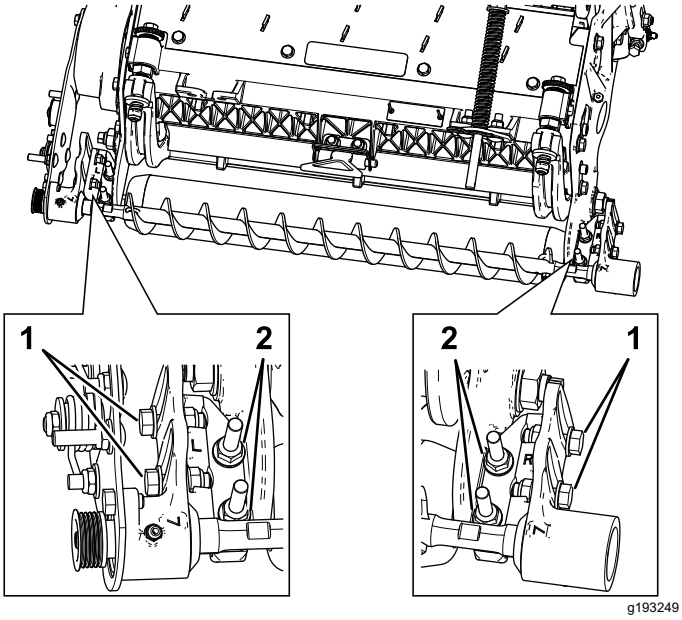

Figure 13
A. Desserrez les 2 contre-écrous à embase qui fixent le support de la brosse de rouleau à la plaque latérale de l'unité de coupe (Figure 13).
B. Tournez le logement de roulement de la brosse de rouleau jusqu'à ce que la plaque de la brosse soit parallèle à la plaque latérale de l'unité de coupe (Figure 13).
C. Serrez les 2 contre-écrous à embase qui fixent le support de la brosse de rouleau à la plaque latérale de l'unité de coupe (Figure 13).
1. Desserrez les 2 boulons qui fixent chaque logement de roulement de la brosse de rouleau au support de montage de la brosse de rouleau (Figure 13).